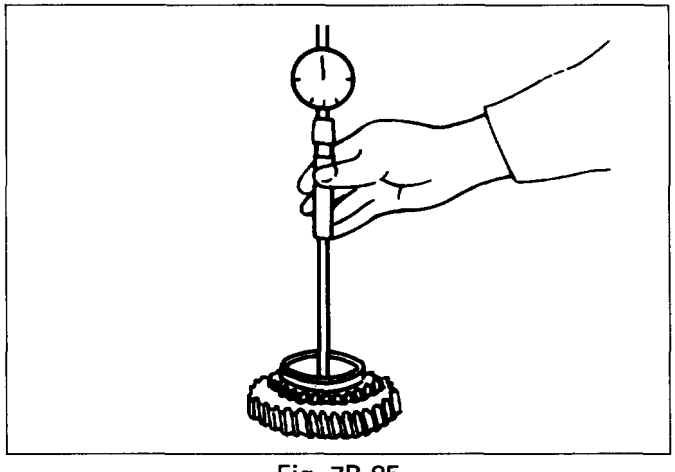

Fig. 7B-85
- Use a micrometer to measure the idler gear shaft diameter (Fig. 7B-86).